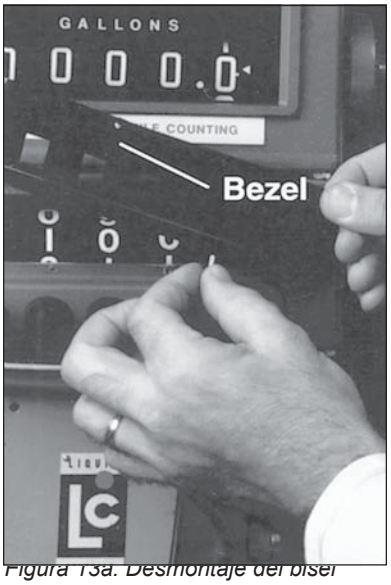

Figura 13a: Desmontaje del bisel
2. Retire el bisel (Figura 13a).